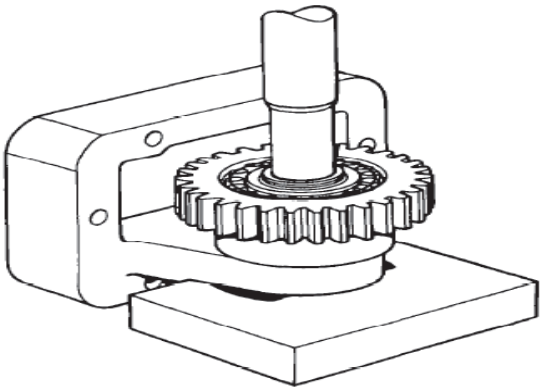

Figure 12 Pressing Shaft from Housing
d. Press the shaft through the gear until there is sufficient space to remove the gear (Figure 12).